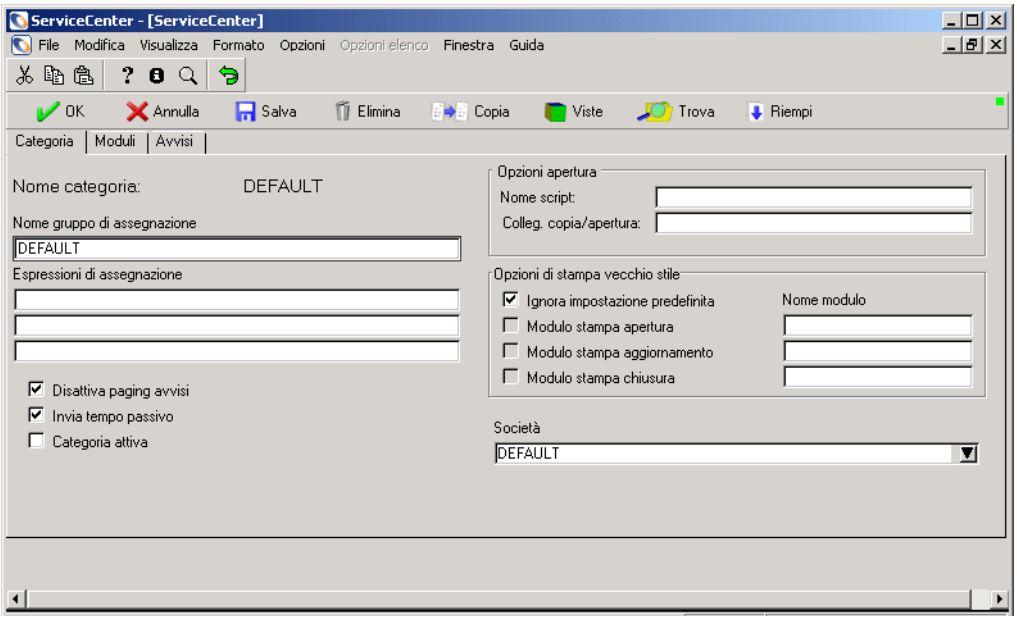

Figura 4-8: Record di categoria: scheda Categoria
La Figura 4-8 mostra la scheda Categoria.
Verrà visualizzato il nuovo record di categoria (apm.category.g) come mostrato nella Figura 4-8 a pagina 90. In molti campi, i dati vengono inseriti automaticamente in base ai valori copiati dal record di categoria di origine e dai valori predefiniti di ServiceCenter.
3. Fare clic su **OK**. Verrà visualizzato il record di categoria mostrato nella Figura 4-8 a pagina 90.
11 Fare clic su **OK** per uscire da Progettazione moduli. Verrà visualizzato il nuovo record di categoria (apm.category.g) come mostrato nella Figura 4-8 a pagina 90. In molti campi, i dati vengono inseriti automaticamente utilizzando i valori copiati dal record di categoria di origine e i valori predefiniti di ServiceCenter.